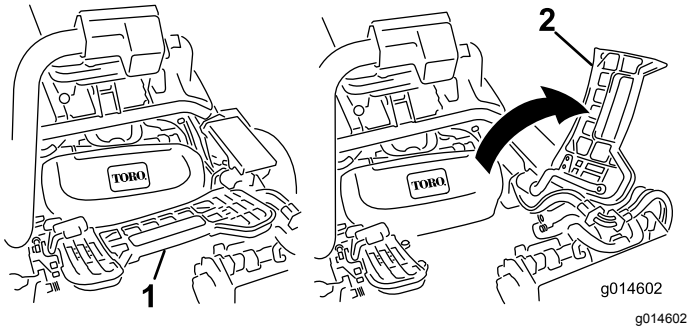

**Rysunek 11**
7. W przypadku montażu centralnego zespołu tnącego unieś podnóżek i odchyl go, udostępniając miejsce, w którym centralny zespół tnący ma zostać zamontowany (Rysunek 11).